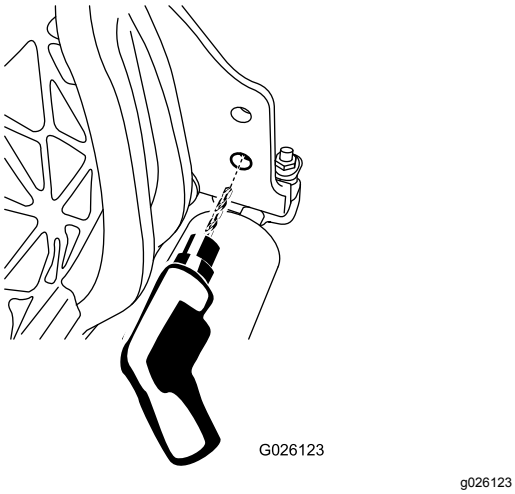

Figuur 5
1. Vergroot de onderste opening aan de rechterzijde van het maaidek met een boor van 9 mm (Figuur 5).